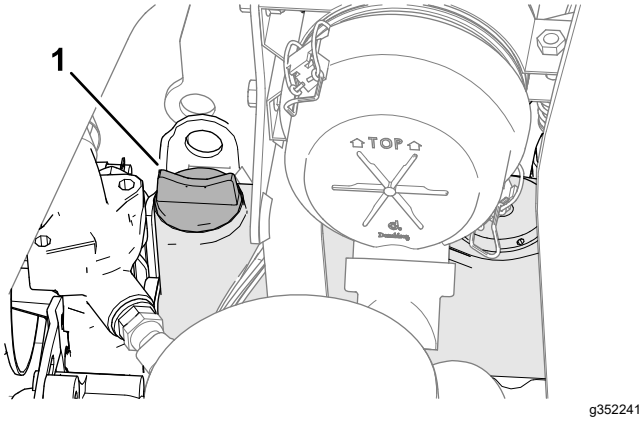

Rysunek 69
5. Jeśli poziom oleju okaże się za niski, odkręć korek wlewu (Rysunek 69) i stopniowo dolewaj olej małymi porcjami, często sprawdzając jego poziom, aż zostanie osiągnięta kreska „full” na bagnecie.